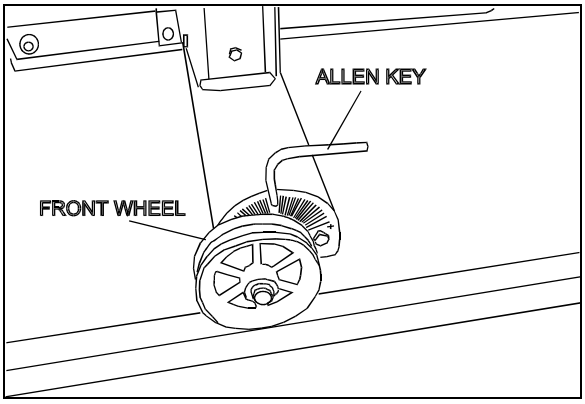

FIGURE 43: ADJUSTING HOOPY 100 LEVEL 06498
6. Using an Allen key on the front wheel, level Hoopy 100 aligner until spirit level bubble is centered.(Fig. 43 and 44)